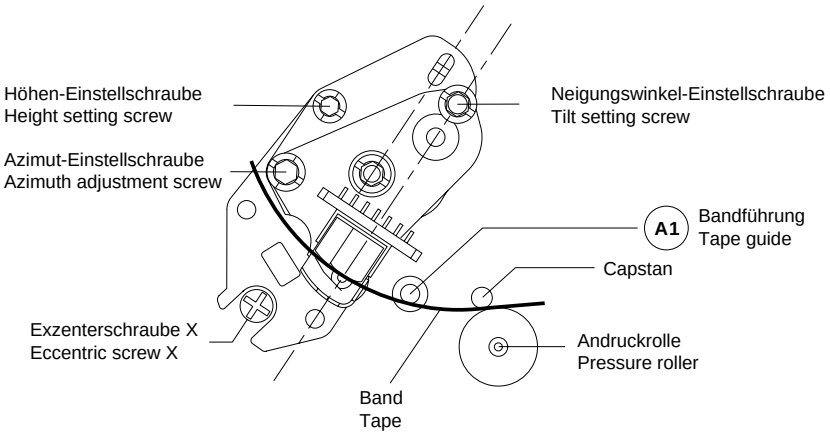

Fig. 25
– Mit der Schraube für den Neigungswinkel (Fig. 25) die Bandunterkante gut auf die Bandführung "A1" aufsetzen (das Band darf nicht an der Unterkante eingerollt sein).
– By means of the tilt angle adjusting screw (Fig. 25) move the tape until the lower edge just touches the tape guide "A1" (the lower edge of the tape must not bend).
– Mit der Höheneinstellschraube maximale Ausgangsspannung einstellen (Fig. 25).
– Mit der Azimuteinstellschraube auf maximale Ausgangsspannung einstellen (Fig. 25).
– Adjust for maximum output voltage with the height adjustment screw (Fig. 25).
– Adjust to maximum output voltage with the azimuth adjustment screw (Fig. 25).
– Mit der Exzenterschraube (Fig. 25) die FM-Hüllkurvenspannung U FMES an Meßpunkt 22 der Chassisplatte auf Maximum einstellen (DC-gekoppelt).
– With the eccentric screw (Fig. 25) set the FM envelope voltage U FMES at test point 22 on the family board to maximum (DC-coupled).